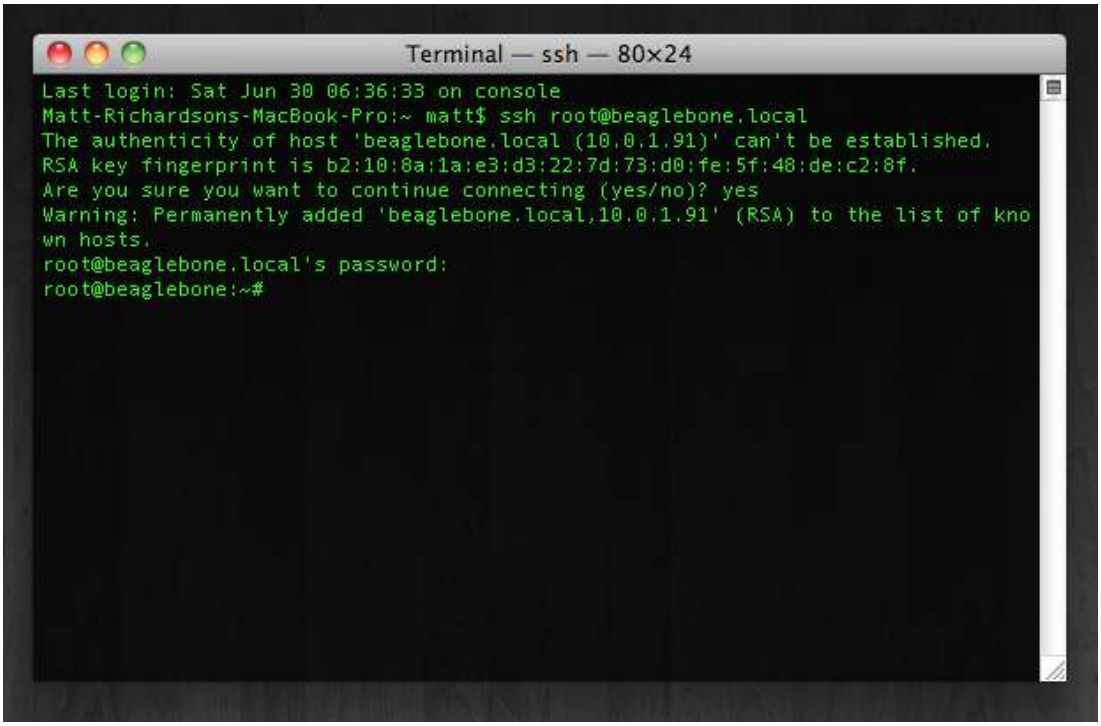

Figure 2-3. *SSH login screen*
6. You know you're connected when you see the prompt: `root@beaglebone:~#` (Figure 2-3).